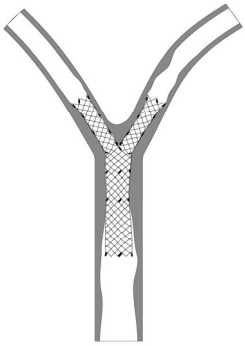

図 6. ステント展開後
11) X 線透視下で、ステントの留置位置、及び拡張の状態を確認する(図 6)。